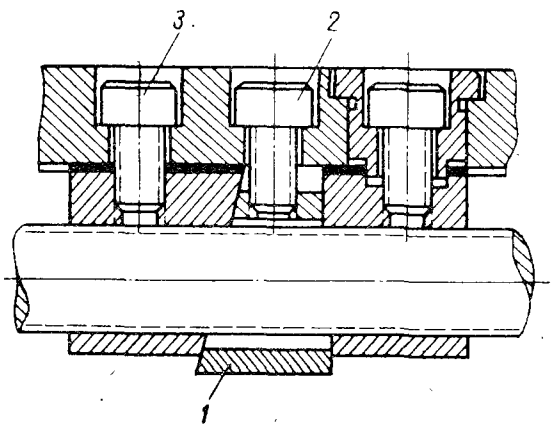

Рис. 17.
6. Мертвый ход винта поперечного перемещения суппорта, возникающий при износе гайки винта поперечной подачи, выбирается клином *1* и винтом *2* (рис. 17). Для этого необходимо